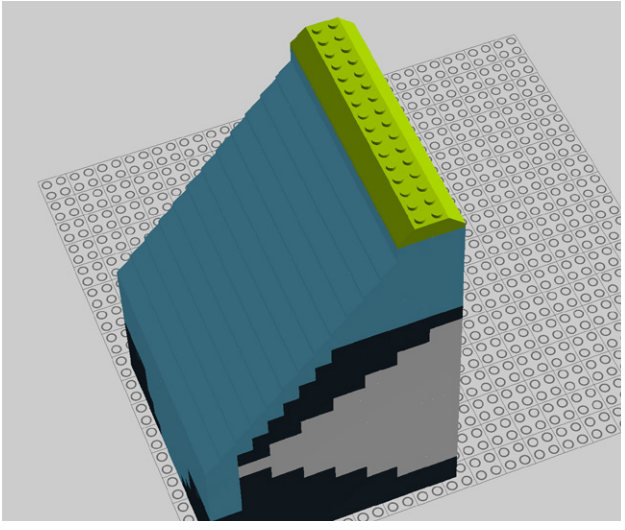

Figure 9-79. *Step 74: Translucent slopes add a decorative topper to the Lamp*
74. Last slopes, we promise! We used 14 2x2 and one 2x4 transparent slopes (Figure 9-79).